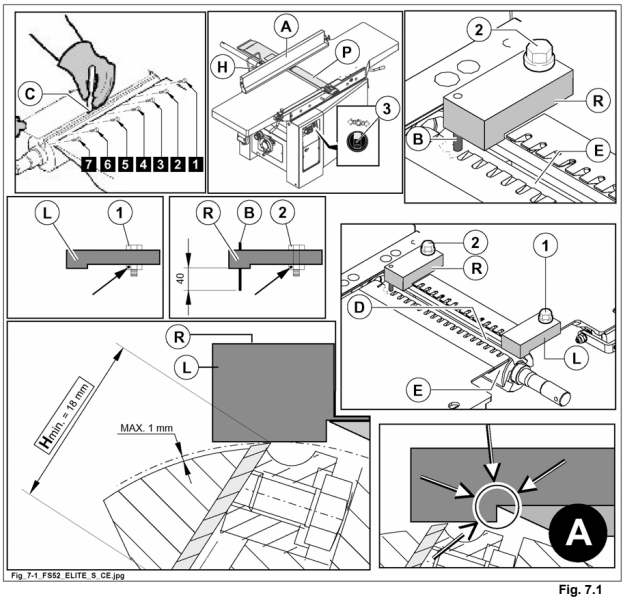

Fig. 7.1
Sbloccare il freno motore ruotando il selettore (3 fig. 7.1) su .
Posizionare la guida filo (A fig. 7.1) a fondo corsa e serrare la leva (H fig. 7.1).
Alzare al massimo della sua corsa la protezione a ponte (P fig. 7.1).
Rimuovere i dadi che bloccano le viti (1, 2 fig. 7.1).
1) Posizionare il registracoltelli (R fig. 7.1) come in figura A
La spina (B fig. 7.1) deve essere inserita nella rispettiva foratura realizzata sull'albero (E fig. 7.1).
A questo punto bloccare il registracoltelli (R fig. 7.1) al piano, serrando la vite (2 fig. 7.1).
Posizionare il registracoltelli (L fig. 7.1) come in figura A e bloccarlo serrando la vite (1 fig. 7.1).
Se necessita sostituire i coltelli inserirli nell' apposita sede (D fig. 7.1) rispettando l'orientamento dell'angolo di affilatura relativamente al senso di rotazione dell'albero pialla (E fig. 7.1).
2) Svitare le viti di bloccaggio con apposita chiave (C fig. 7.1); il coltello fuoriesce spinto dalle molle di contrasto.
4) Verificare che i coltelli ed i lardoni siano centrati rispetto all'albero pialla (E fig. 7.1).
per una buona registrazione occorre che il filo del coltello si appoggi contemporaneamente sui registracoltelli (R, L fig. 7.1). In questo modo viene garantita la giusta sporgenza del coltello dall'albero pialla (massimo 1 mm).
5) Avvitare una prima volta le viti di bloccaggio (seguendo la sequenza 1, 7, 2, 6, 3, 5, 4) con apposita chiave (C fig. 7.1) fino ad appoggiare il coltello all'albero pialla (E fig. 7.1). Quindi eseguire il serraggio finale, seguendo la sequenza 1, 7, 2, 6, 3, 5, 4 in maniera uniforme su tutte le viti.
l'affilatura dei coltelli è permessa fino ad un'altezza minima di 18 mm (fig. 7.1). Raggiunta questa quota sostituire il coltello;
Riposizionare la protezione a ponte (P fig. 7.1).
Bloccare il freno motore ruotando il selettore (3 fig. 7.1) su .